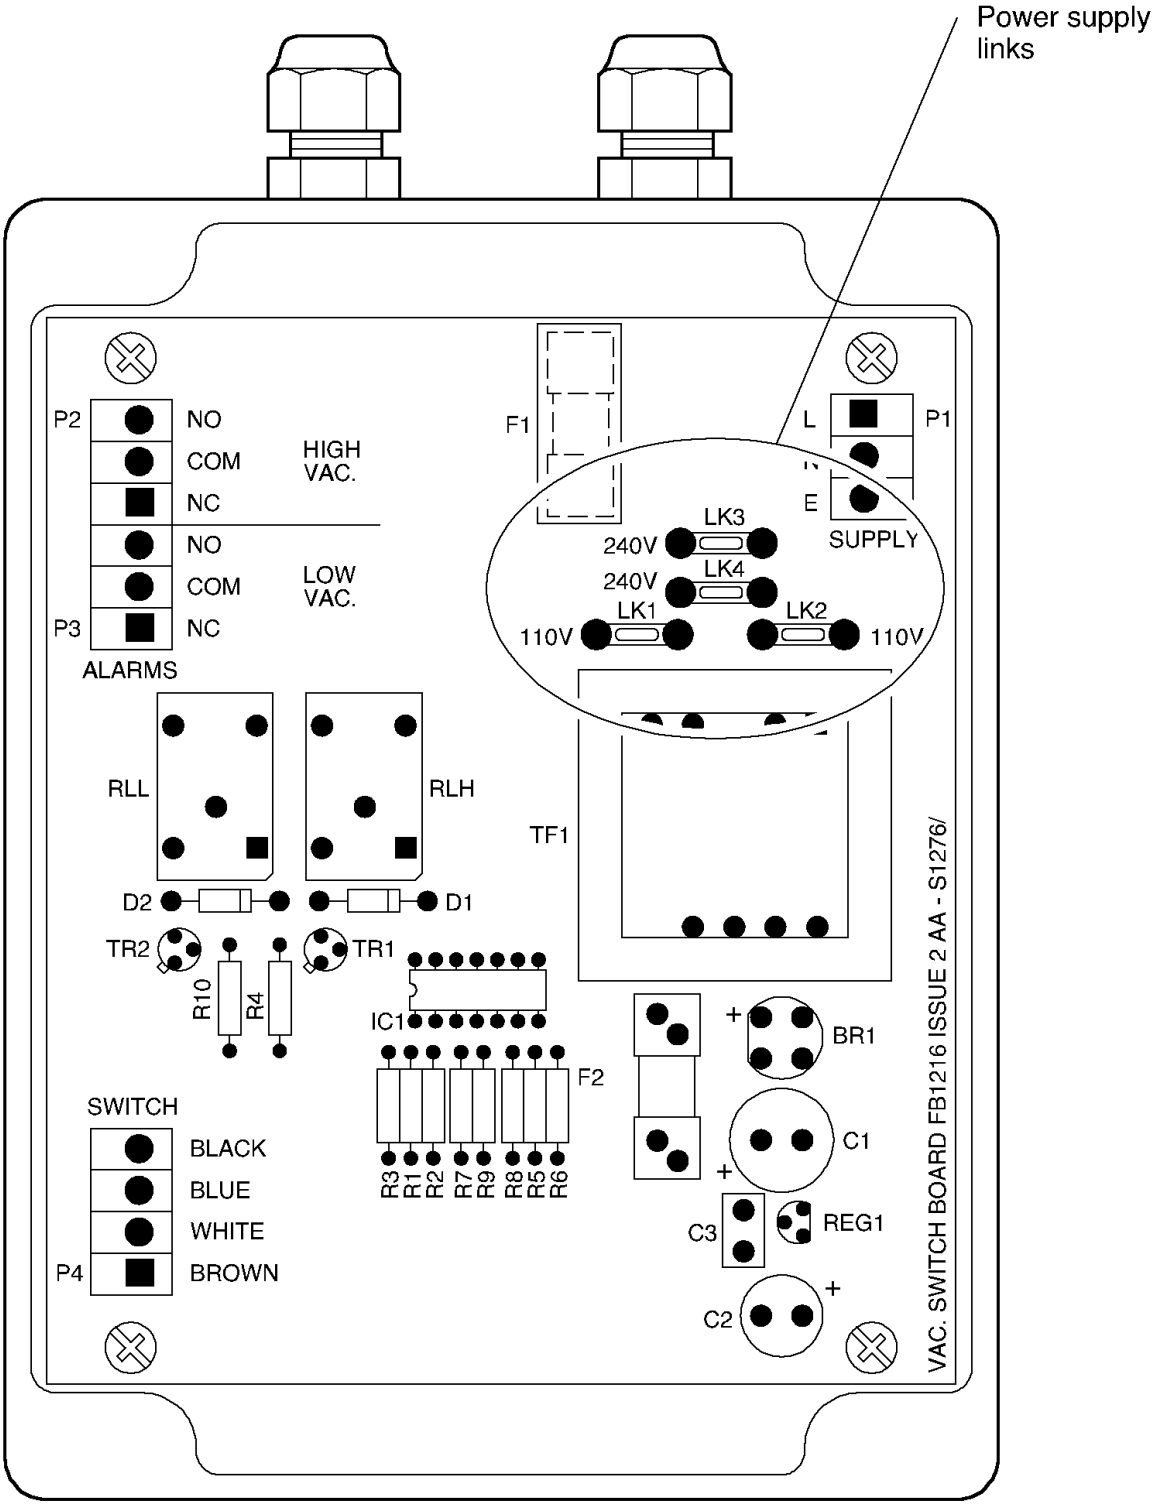

Fig. 3-4 Connections for the Vacuum Alarm Switch Power Supply Box
(3) Locate the two pairs of links into which the two handbag links are to be inserted for the correct voltage (see Table 3-1 above and Fig. 3-4).
(4) Connect the free ends of the lead from the switch in the control valve block to the four terminals in the power supply box under the designation **SWITCH** (see Fig. 3-4). The terminals are indicated by colours which will match the colours or labels of the free end of the lead.
(5) Connect the remote alarm indicators to the six terminals above the designation **ALARMS** . These should be connected for high vacuum or low vacuum and normally open or normally closed as suits the installation.
(6) Ensure that the power supply is switched off and connect up the three terminals above the designation **SUPPLY** .
(7) Replace the front cover, and tighten up the screws securing the cover.
(8) Switch on the electrical supply.
(9) The unit is now ready for commissioning.